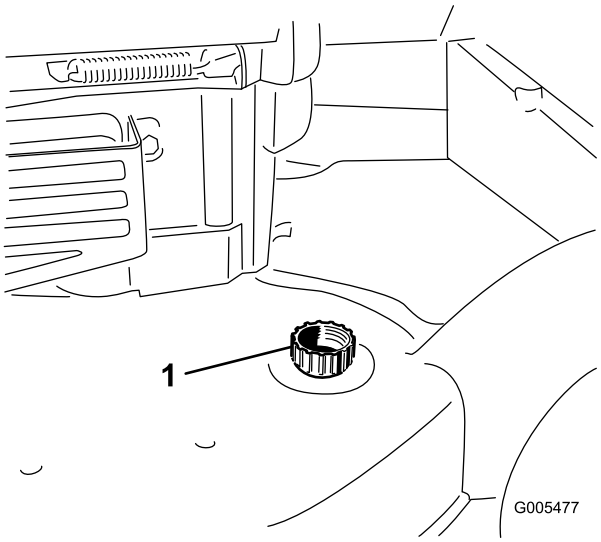

Figur 40
3. Fastgør en haveslange, der er sluttet til vandforsyningen, på gevindporten på plæneklipperhuset (Figur 40).